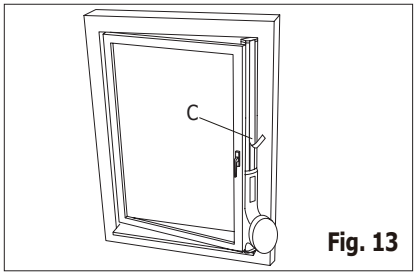

Fig. 13
4. Coupez le film de décoratif à la longueur appropriée et collez-le sur la tige extensible (Fig. 13).